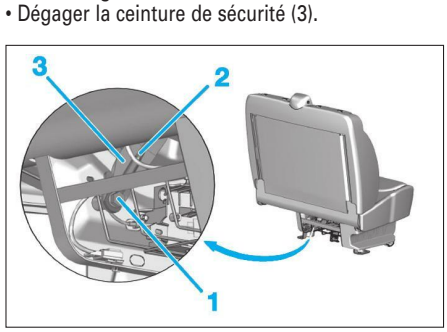

Fig. 25
- la vis (1) puis le brin (2) de boucle de ceinture de sécurité **(Fig.25)**.
• Dégager la ceinture de sécurité (3).